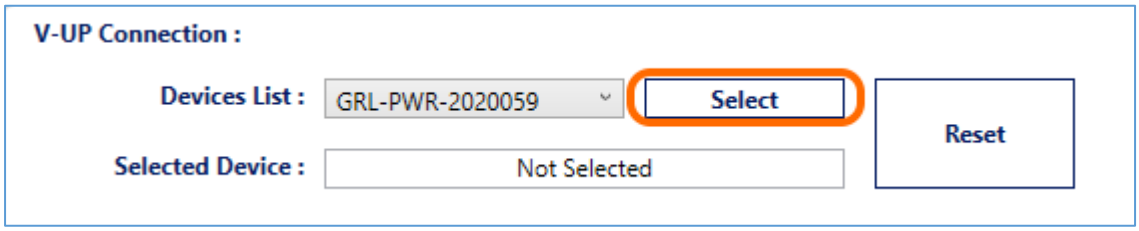

Figure 4. Select Device
4. Select the Device by clicking on the **Select** button as shown in Figure 4 below.